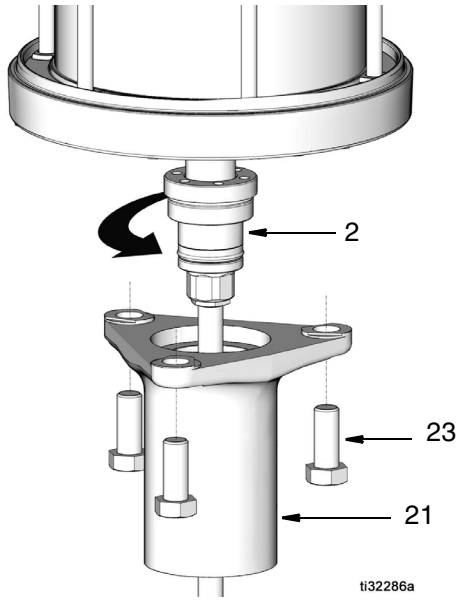

Рис. 11
10. Открутите болты (23), крепящие основание насоса (21) к пневматическому двигателю (Рис. 11).
11. Снимите основание насоса (21) с пневматического двигателя и выкрутите сальник (2) (Рис. 11).